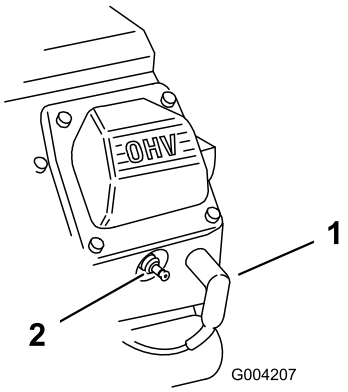

Figur 34
3. Lossa kablarna från tändstiften (Figur 34).
3. Skjut på kablarna på tändstiften (Figur 34).